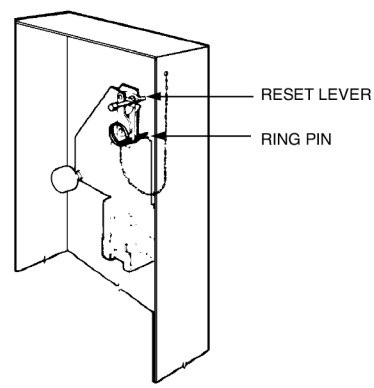

FIGURE 13
1. Insert ring pin in ANSUL AUTOMAN II-C release. See Figure 13.